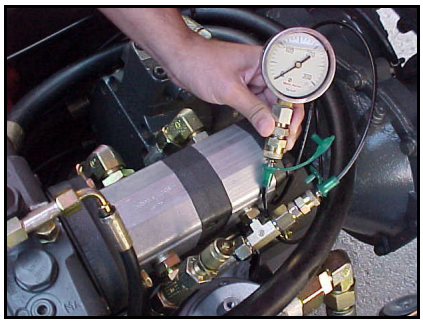

fig. 1
- *Join up the manometer to the hydraulic steering in the pressure intake located in the pump. The scale of the manometer must read over 200 bar (2900 psi) (fig. 1).*
- *Unscrew the lid (1) and use a screwdriver to turn the inside screw clockwise to increase the hydraulic pressure (to decrease the pressure, turn the inside screw anti-clockwise).*